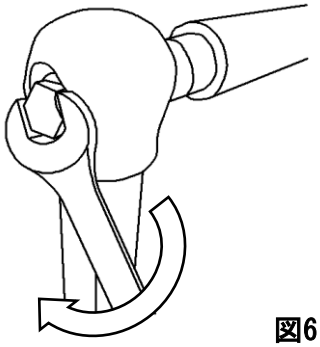

図6
⑥　最後に、工具を使用してボルトを増し締めして完了です（図6）。